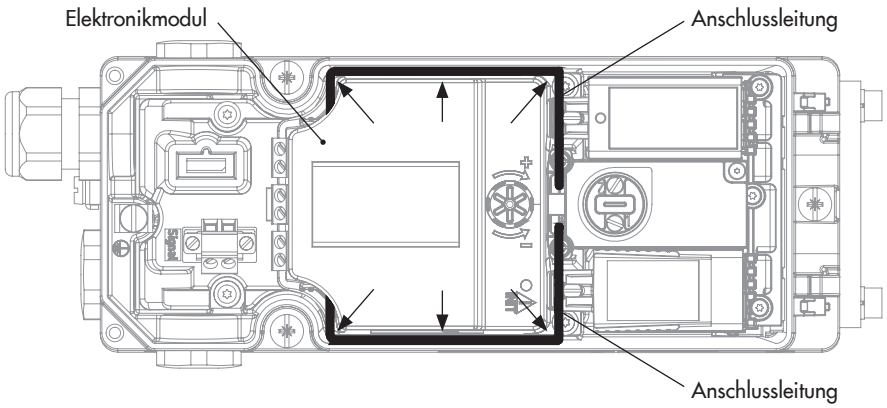

Bild 37: *Verlegen der Anschlussleitungen*
9. Die beiden Anschlussleitungen jeweils zwischen Elektronikmodul und Stellungsreglergehäuse klemmen und nach unten drücken, vgl. Bild 37.